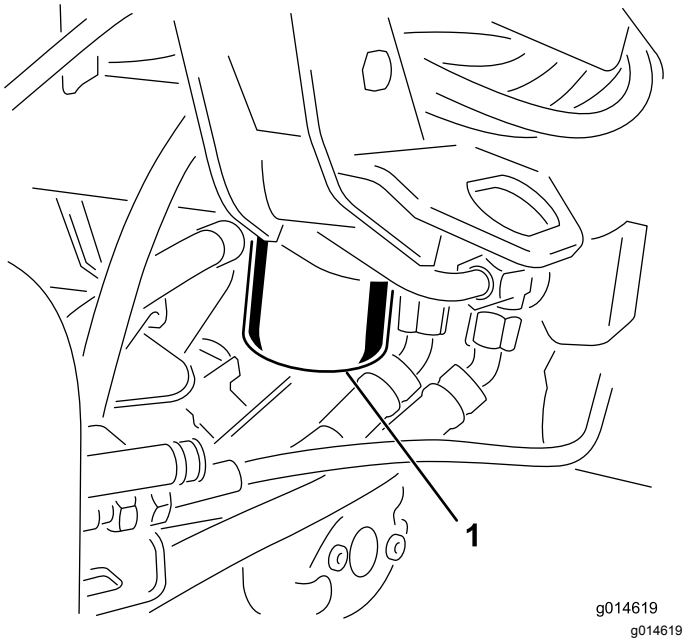

Figur 42
1. Rengjør området rundt der filteret skal festes (Figur 42). Plasser et tappefat under filteret, og ta ut filteret.